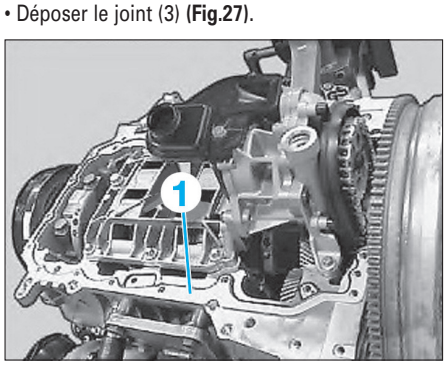

Fig. 27
• Déposer le joint (3) **(Fig.27)**.